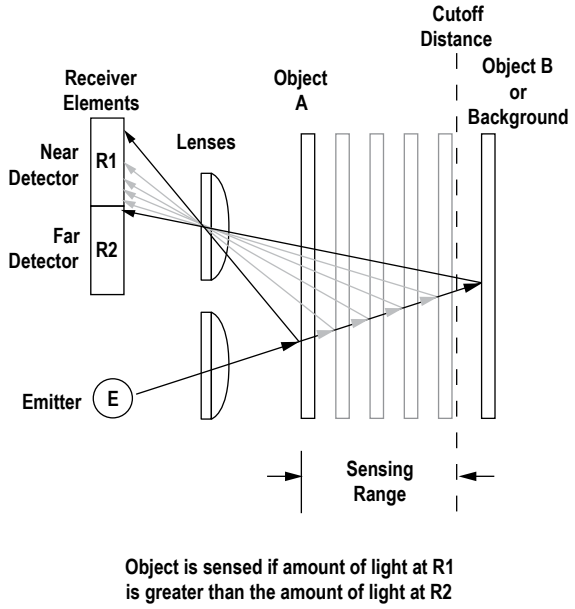

Figure 2. Fixed-Field Concept
The MAXI-BEAM fixed-field sensor head compares the reflections of its emitted light beam (E) from an object back to the sensor's two differently aimed detectors, R1 and R2. See *Figure 2* (p. 2). If the near detector's (R1) light signal is stronger than the far detector's (R2) light signal (see object A in the Figure below, closer than the cutoff distance), the sensor responds to the object. If the far detector's (R2) light signal is stronger than the near detector's (R1) light signal (see object B in the Figure below, beyond the cutoff distance), the sensor ignores the object.